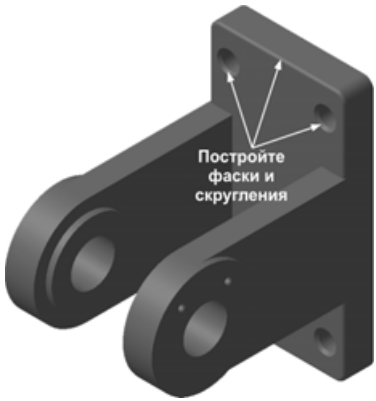

Рис. 5.150
- Для завершения построения модели на крепежных отверстиях постройте фаски 2.5x45°, затем скруглите ребра на передней грани основания радиусом 3 (рис. 5.150). Сохраните готовую модель.